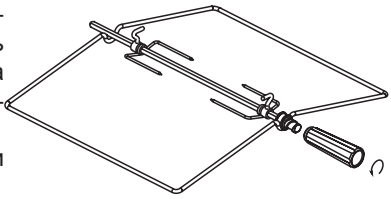

рис. 9
1. Плиты комплектуются вертелом со съёмной рукояткой (см. рис.9). При установке и извлечении вертела необходимо использовать рукоятку, которая накручивается на резьбовую втулку.